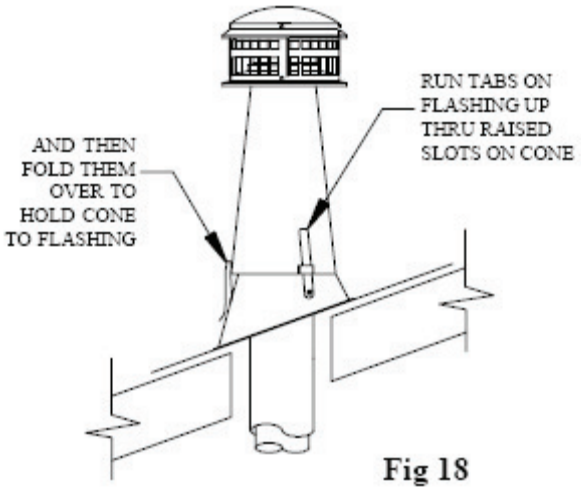

Fig 18
6. **Top Cone**. Slip the **Top Cone** over the **Flashing**, so the vertical straps on the **Flashing** coincide with the slots at the base of the **Cone**. Slip the straps up through the slots as shown in Figure 18. Adjust the **Top Cone** to a generally vertical position. Holding the **Top Cone** in position, bend the straps down as shown.